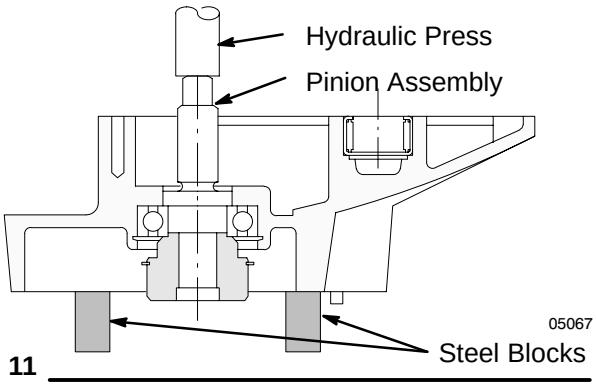

Fig. 11
2. ***Using a hydraulic press,*** push on the front of the shaft (11f**) to force the pinion shaft assembly out of the housing (11a). See Fig. 11.
3. ***Using a hydraulic press,*** support the housing on blocks. Push on the front of the shaft (11f**) to force the pinion shaft assembly out of the housing. See Fig. 11.